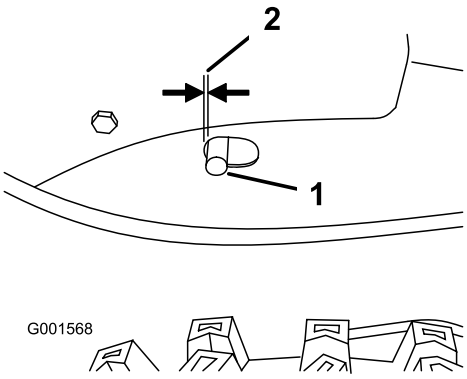

Figura 30
2. Con la leva di trazione disinserita, verificate il perno nella scanalatura allungata sul lato destro della macchina, sopra lo pneumatico (Figura 30).
Nota: Deve essere presente una distanza di 6 mm dalla parte anteriore della scanalatura al bordo anteriore del perno (Figura 30).